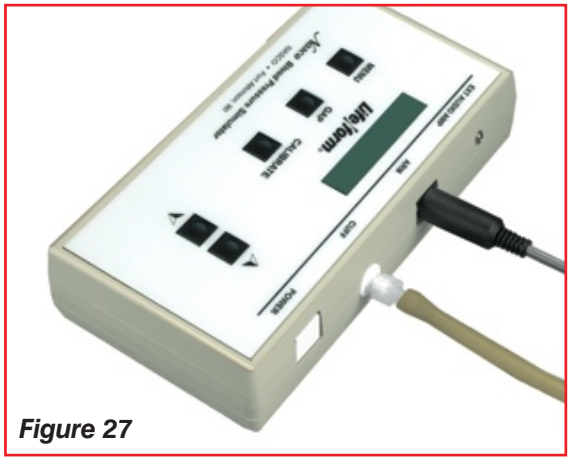

Figure 27
3. Locate the cable that extends from the blood pressure simulator arm and plug into the top of the Electronic Control Unit using the jack labeled ARM. ***(See Figure 27.)***